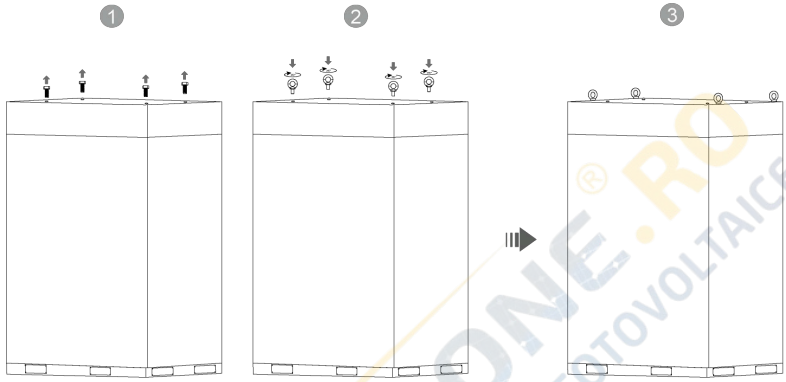

Figure.1 Figure.2 Figure.3
1. Remove four hexagon screws that are preset at the factory to prevent dust or other foreign objects entering the equipment. See the Figure.1.